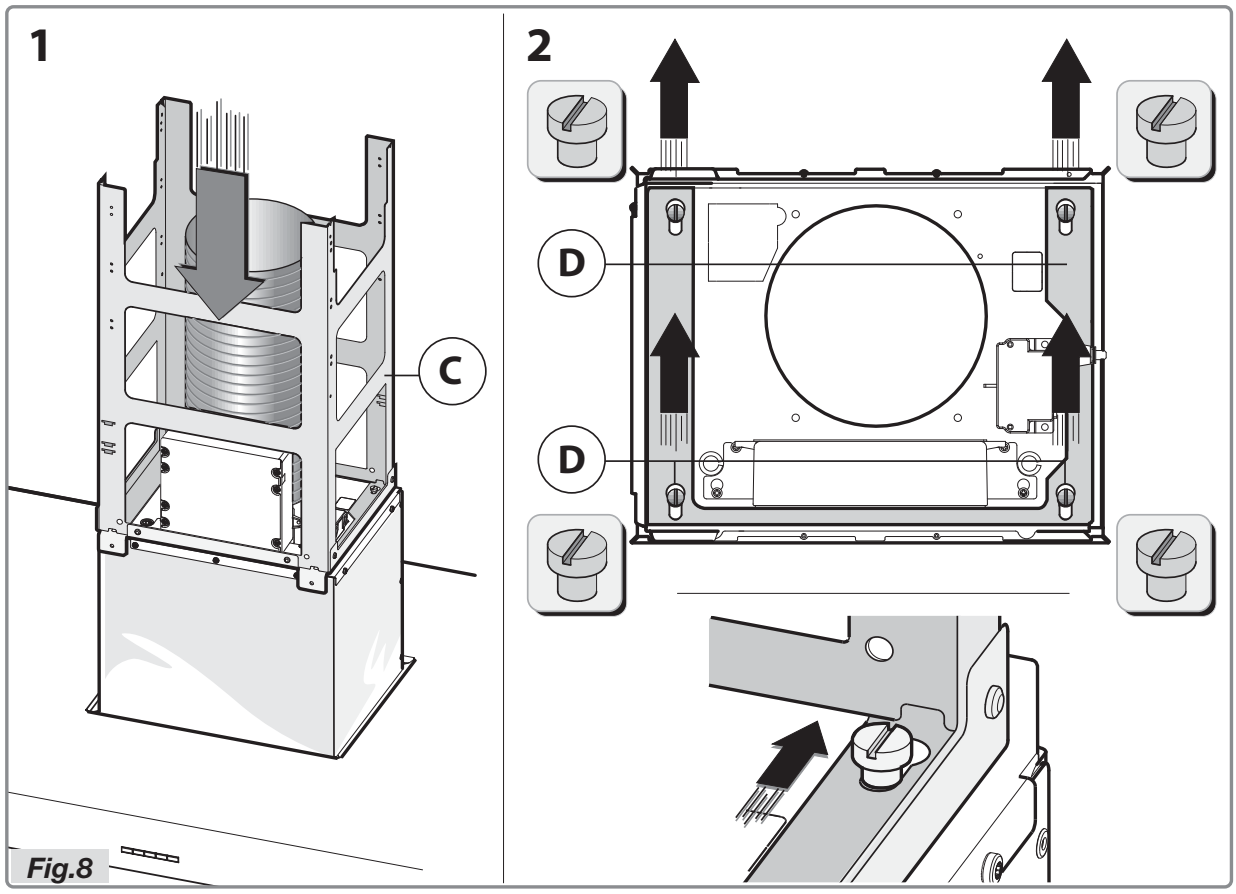

Fig.8
- Fixer la structure inférieure **C** à la bague du moteur, en insérant la structure inférieure à l'aide des fissures présentes (Fig.8).